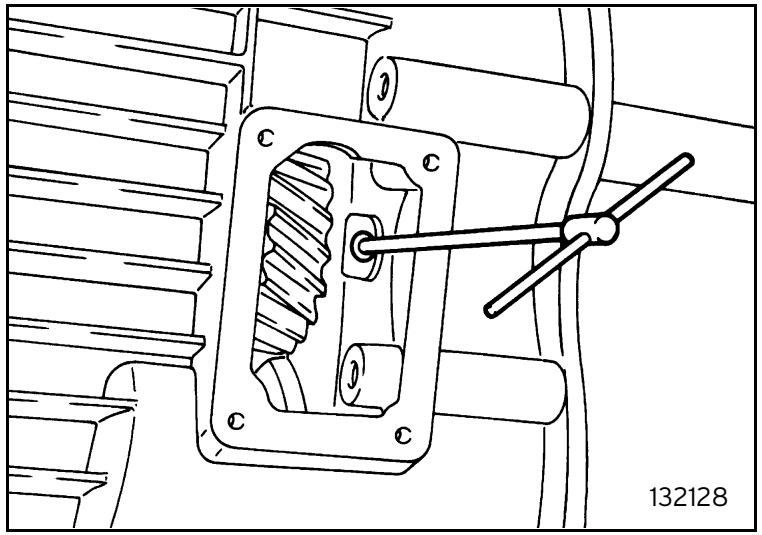

Fig. 28
- remove the pressure screw that secures the reversing shaft (figure 28);